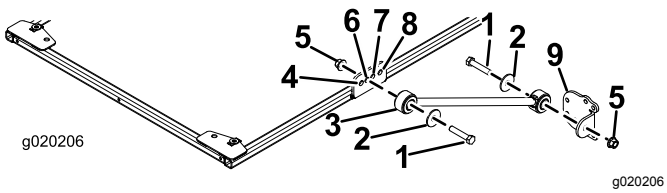

Рисунок 27
дюйма) и фланцевой гайки (½ дюйма), как показано на Рисунок 27.
4. Прикрепите, не затягивая, кронштейн подпорки к каждой подпорке с помощью болта (½ x 2½ дюйма), шайбы (½ дюйма) и фланцевой гайки (½ дюйма), как показано на Рисунок 27.